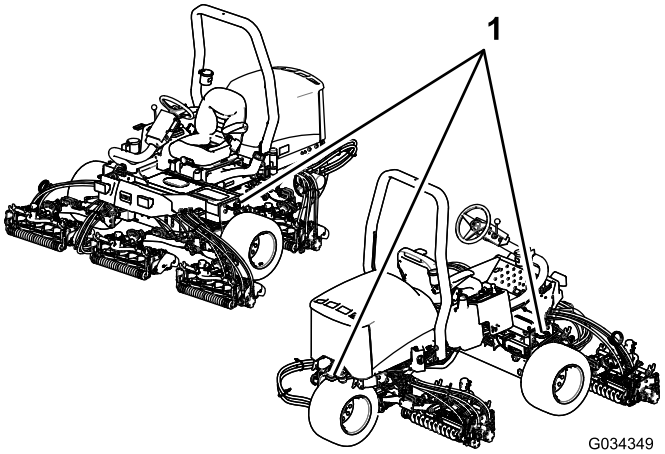

**Figur 44**
- Fastgør maskinen med stropper, kæder, kabler eller reb. Både de forreste og bageste stropper bør føres ned og udad fra maskinen. Se Figur 44.